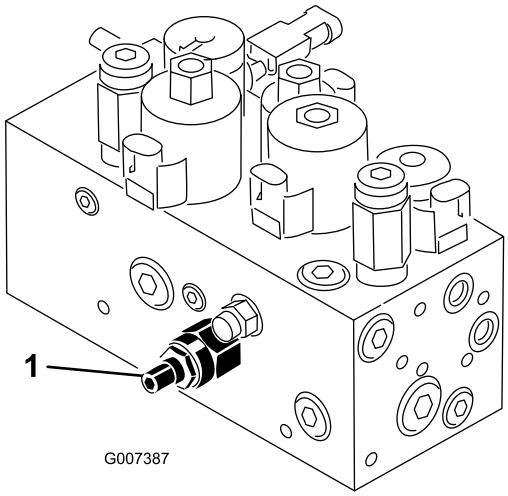

**Figur 48**
Klippenhetens lyft-/sänkkrets är utrustad med en flödesregleringsventil (Figur 48). Denna ventil förinställs på fabriken, men en justering kan dock behövas för att kompensera för skillnader i hydrauloljetemperaturer, klipphastigheter, redskap etc. Gör på följande sätt om en justering krävs:
1. Höj sätet och lokalisera flödesreglerventilen för mittdragramen (Figur 48) som sitter på sidan av hydraulgrenröret.